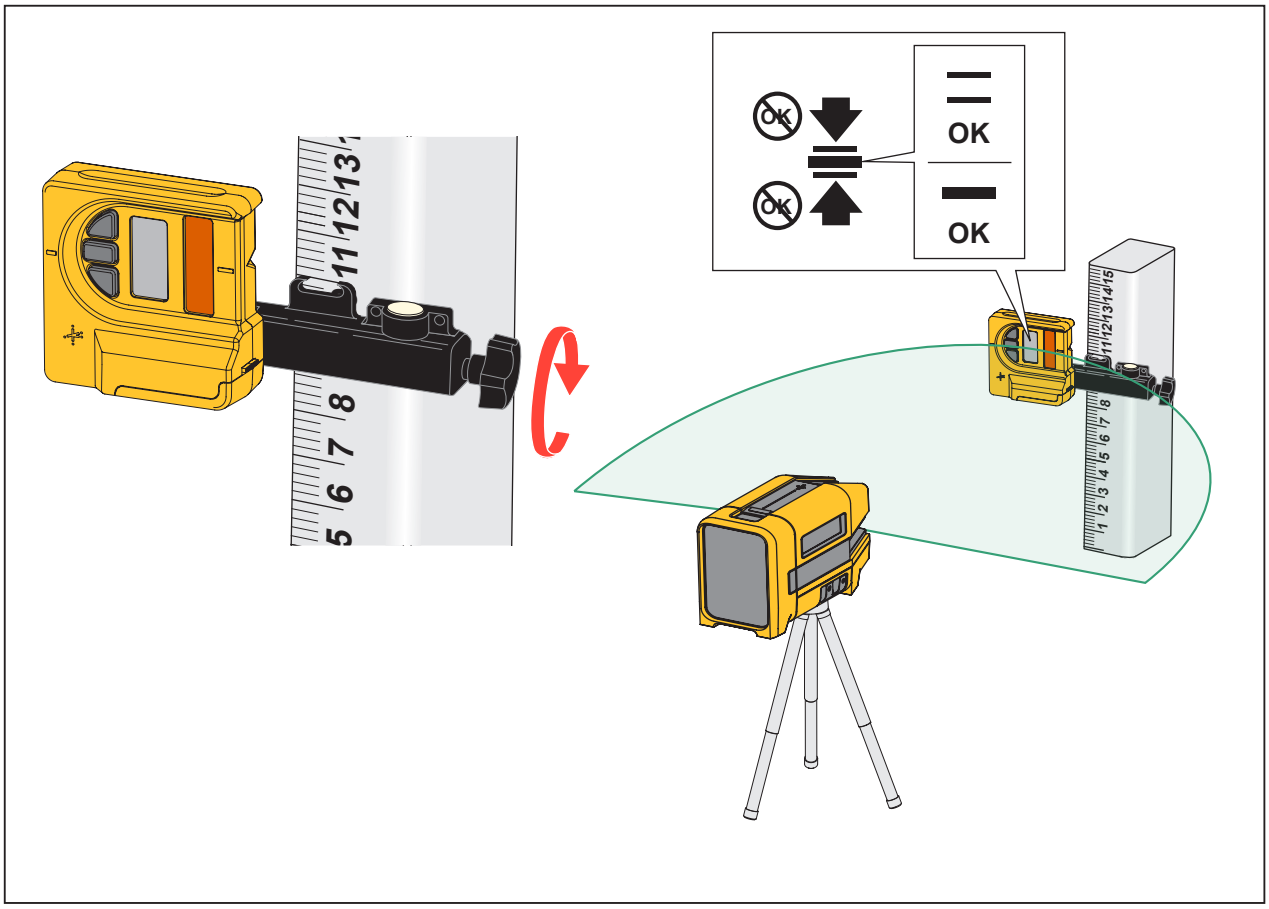

Abbildung 2. Lasernivellierer und Empfänger
3. Lasernivellierer und Empfänger einschalten, und den Laserstrahl auf das Empfängerfenster richten. Siehe Abbildung 2.